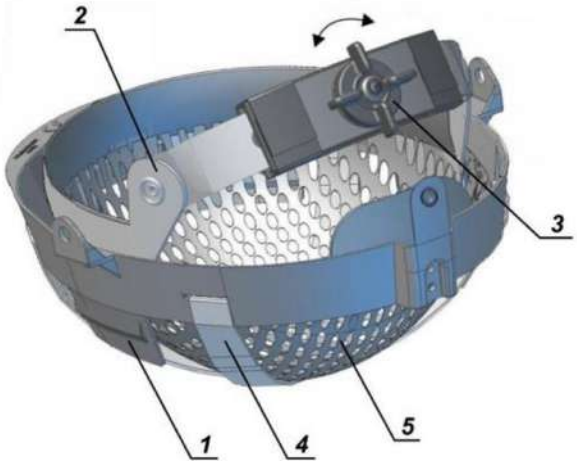

Fig. 13 Metodo di regolazione del livello di indossare il casco.
a) modificare la posizione della cinghia principale (elemento 2, fig. 13) sul nastro di ritenzione (elemento 1, figura 13) mediante quattro velcri posti su entrambe le cinghie;
b) regolare la lunghezza dei nastri di supporto sulla cintura di ritenzione mediante velcro (elemento 4, Fig 13);
a) con la manopola (elemento 3, Fig.13) - ruotando la manopola in senso orario si riduce la circonferenza della testa.